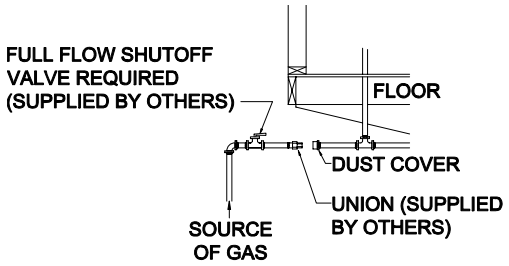

Figure 68. *Gas service connection*
3. **Remove cap.** Remove the protective cap from home inlet pipe and install a full flow shut-off valve at the supply inlet (**Figure 68**).